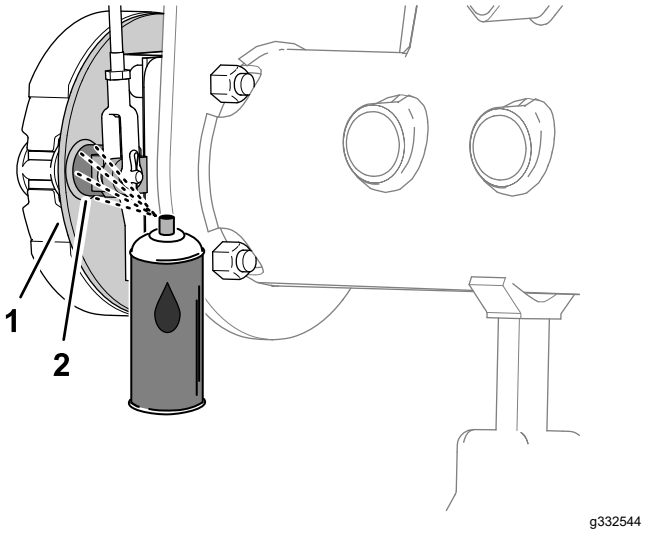
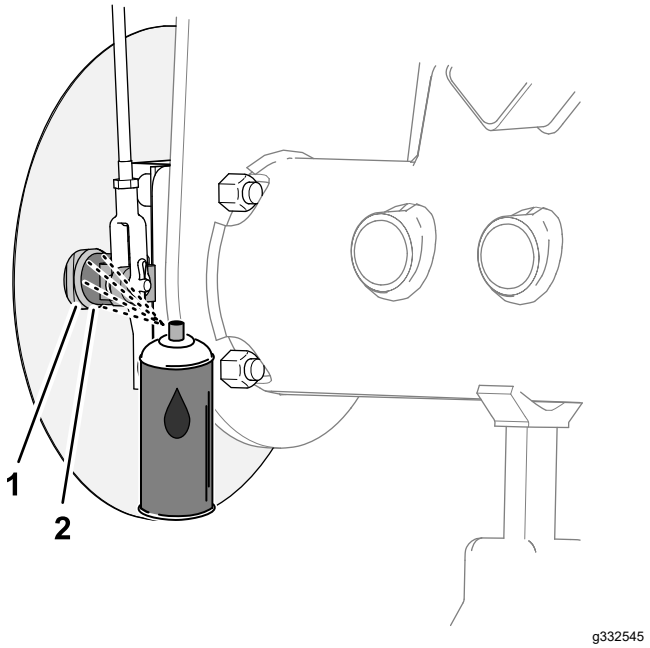

**Figur 69**
**Figur 70**
1. På indersiden af bremsens bagplade (maskiner uden fælggræsafskærmningen (ekstraudstyr)) eller hjulskærmen (maskiner med fælggræsafskærmningen (ekstraudstyr)) skal du påføre olie på området mellem bremseknastakslen og bagpladen (Figur 69 eller Figur 70).